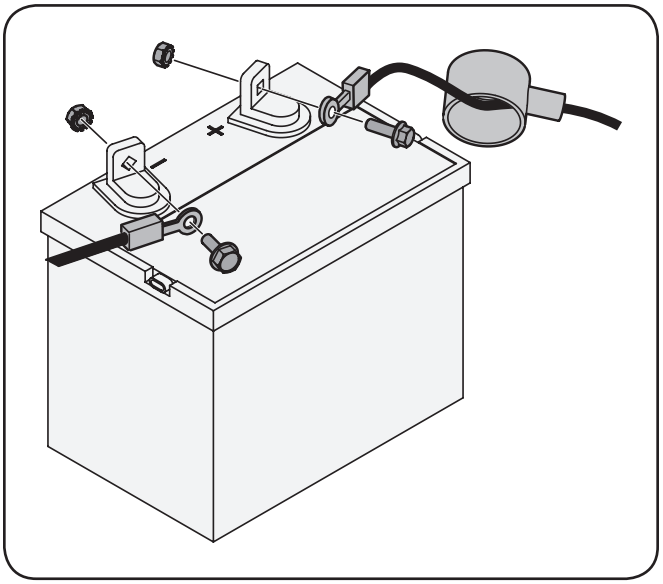

Figure 3-10
2. Remove the plastic cover, if present, from the positive battery terminal and attach the red cable to the positive battery terminal (+) with the bolt and hex nut. See Fig. 3-10.
3. Remove the plastic cover, if present, from the negative battery terminal and attach the black cable to the negative battery terminal (–) with the bolt and hex nut. See Fig. 3-10.